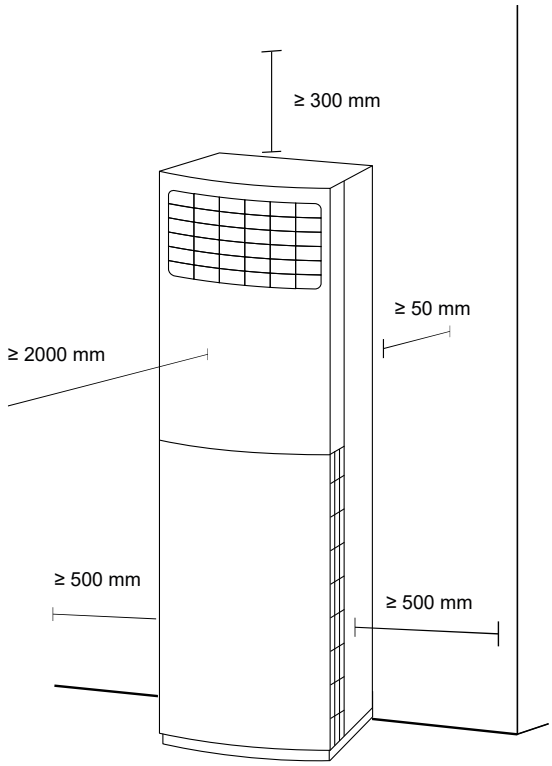

Рисунок 28 - Требования к пространству для установки внутренних блоков канального типа
• Должно быть обеспечено достаточное пространство для установки и дальнейшего обслуживания (см. рис. 28);